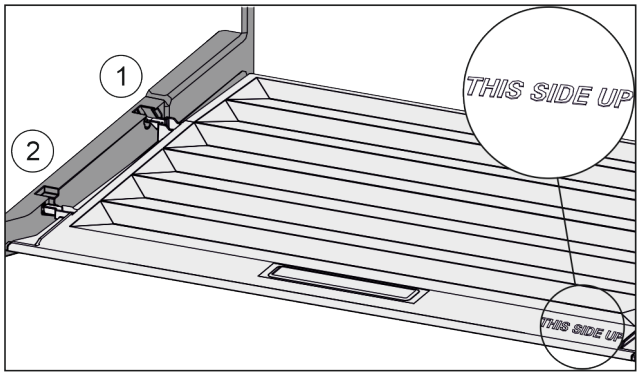

Fig. 37
▶ Вставить поперечные ребра крышки через отверстие заднего держателя *Fig. 37 (1)* и защелкнуть спереди в держателе *Fig. 37 (2)*.